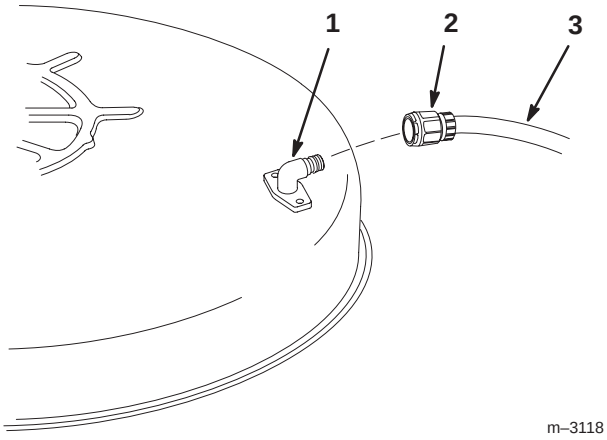

Figure 32
2. Attach the hose coupling to the end of the mower washout fitting, and turn the water on high (Fig. 32).